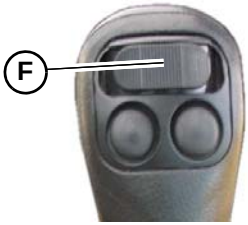

Figure 67 – Auxiliary Hydraulics Control Rocker Switch
2. Shut off the engine, but do not turn off the ignition. Move the auxiliary hydraulics control rocker switch (F, Figure 67) on the right T-bar, joystick or hand control back and forth to relieve pressure in the auxiliary hydraulics circuit.